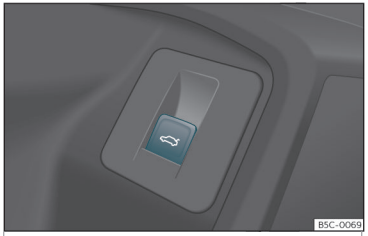

Fig. 79 On the driver's door: button to open and close the rear lid.
- **OR:** depending on the features, pull the button on the driver door upwards››› Fig. 79. The button also works when the ignition is switched off.
- **OR:** depending on the features, pull the button on the driver door upwards››› Fig. 79.